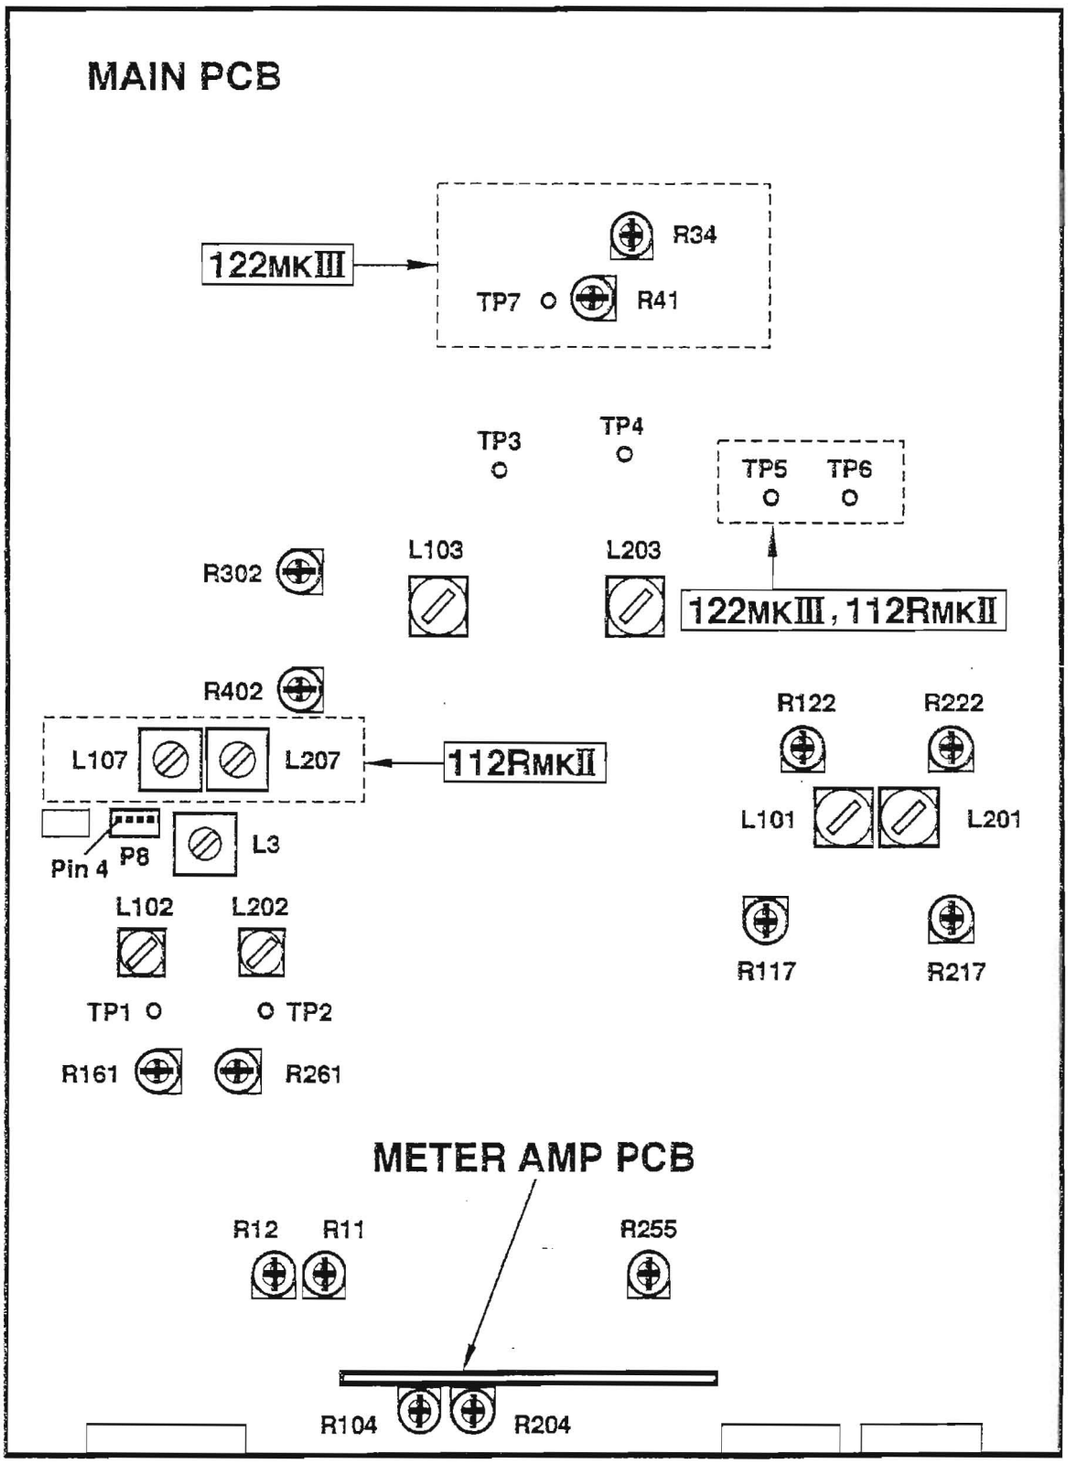

Fig. 3-4 Adjustment and test point locations
5. Unless otherwise specified, refer to Fig. 3-4 for location of test points and adjustment points.
5. 特に指示のない場合、テスト・ポイントおよび調整個所は図3-4を参照してください。